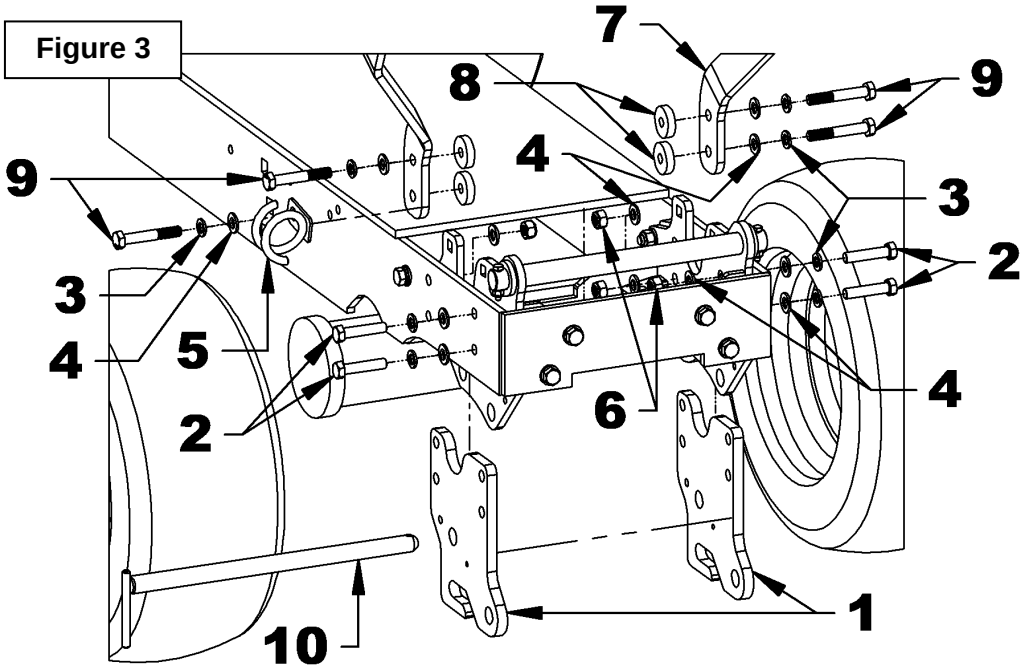

Figure 3
1. Regrouper les items 1 à 10 énumérés dans le tableau de la figure 3.
2. **Figure 3:** Insérer un support de tondeuse (item 1) entre le support droit et le châssis du tracteur. Fixer sans serrer, deux boulons hex M12 x 1.75 x 55mm (item 2), deux rondelles de blocage ø12mm (item 3), quatre rondelles plate ø12mm (item 4) et deux écrous à bague de nylon M12 x 1.75 (item 6).
3. **Figure 3:** Fixer sans serrer, dans le deuxième trou inférieur, un boulon hex M12 x 1.75 x 75mm (item 9) une rondelle de blocage ø12mm (item 3), une rondelle plate ø12mm (item 4), un support à boyau (item 5), le protecteur avant (item 7), une cale d'espacement en plastique (item 8) , le support de tondeuse (item 1), une rondelle plate ø12mm (item 4), une rondelle de blocage ø12mm (item 3) et un écrou à bague de nylon M12 x 1.75 (item 6).
4. **Figure 3:** Fixer sans serrer, dans le deuxième trou supérieur, un boulon hex M12 x 1.75 x 75mm (item 9) une rondelle de blocage ø12mm (item 3), une rondelle plate ø12mm (item 4), le protecteur avant (item 7), une cale d'espacement en plastique (item 8), le support de tondeuse (item 1), une rondelle plate ø12mm (item 4), une rondelle de blocage ø12mm (item 3) et un écrou à bague de nylon M12 x 1.75 (item 6).
5. **Figure 3:** Insérer un support de tondeuse (item 1) entre le support gauche et le châssis du tracteur. Fixer sans serrer, deux boulons hex M12 x 1.75 x 55mm (item 2), deux rondelles de blocage ø12mm (item 3), quatre rondelles plate ø12mm (item 4) et deux écrous à bague de nylon M12 x 1.75 (item 6).
6. **Figure 3:** Fixer sans serrer, dans les deuxième trous deux boulons hex M12 x 1.75 x 75mm (item 9) une rondelle de blocage ø12mm (item 3), une rondelle plate ø12mm (item 4) le protecteur avant (item 7), les cales d'espacement en plastique (item 8), le support de tondeuse (item 1), quatre rondelles plates ø12mm (item 4), de deux rondelles de blocage ø12mm (item 3) et deux écrous à bague de nylon M12 x 1.75 (item 6).
7. **Figure 3:** Insérer la goupille en "L" ø13/16" x 14 1/8" (item 10) à travers les supports de tondeuse (item1) et les supports du sous-châssis.